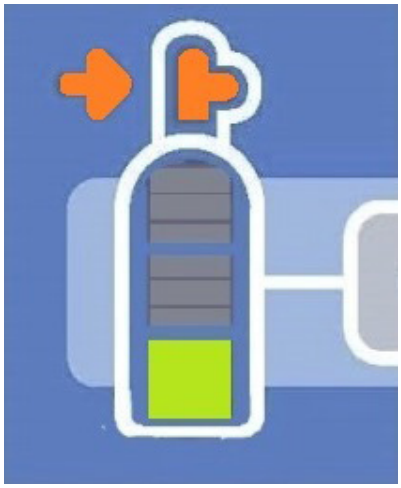

Figura 7: Indicator de presiune scăzută
- Dacă indicatorul de presiune scăzută, ilustrat în Figura 7, se aprinde în portocaliu, înseamnă că unitatea *cryo*ICE BOX nu detectează presiunea corectă. Verificați dacă robinetul buteliei de gaz este deschis complet și dacă butelia pe care ați montat-o nu este goală.